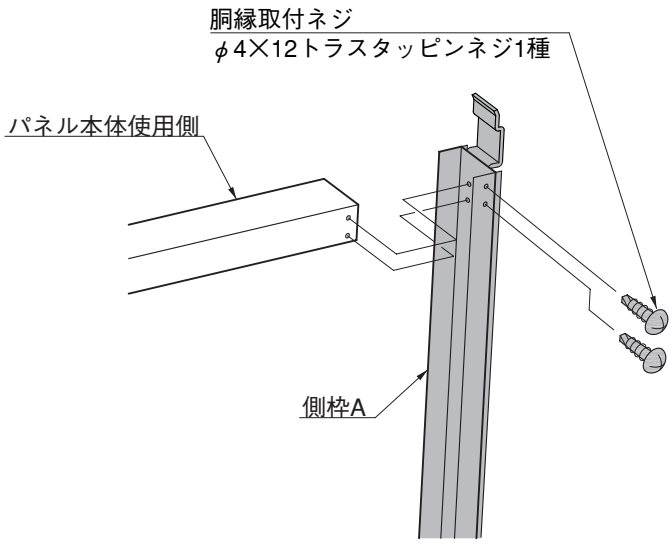

図2-5
❻取り外した側枠Aをパネル本体使用側に「胴縁取付ネジ」で取付けてください。（図2-5参照）